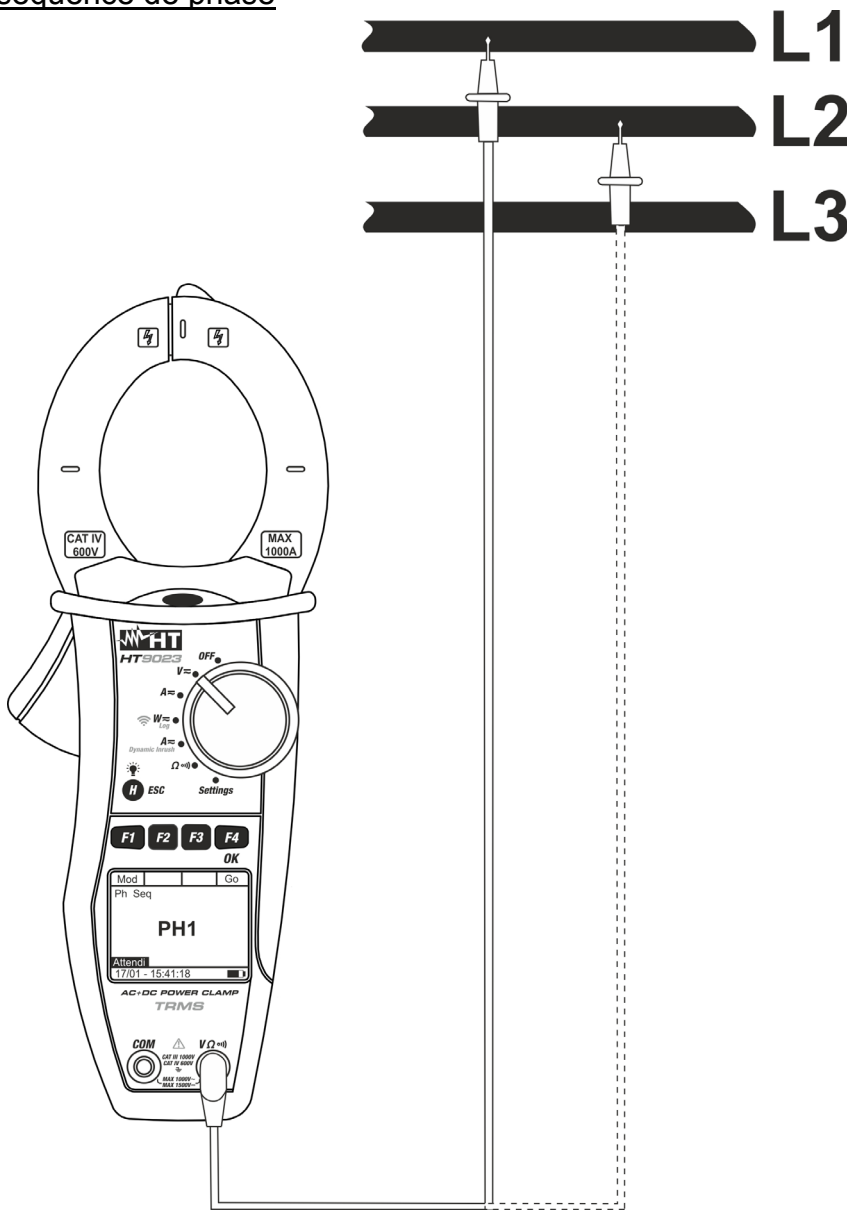

Fig. 7 : Vérification de séquence de phase
4. Insérez le câble rouge dans l'entrée **VΩ•))** et positionner le câble sur la phase L1 sur le circuit à tester (voir Fig. 7).
7. L'appareil affiche l'écran ci-contre et attend une détection de phase L2. Connectez le câble de test au câble de phase L2 (voir Fig. 7).